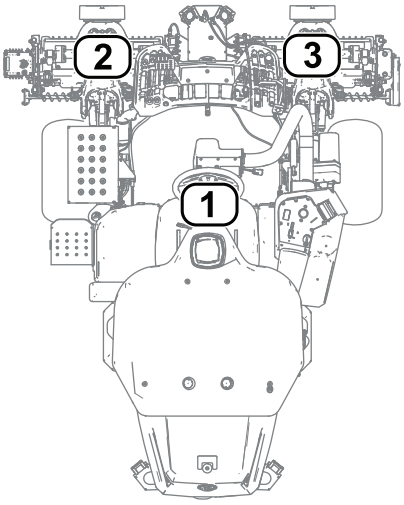

Figura 27
- **1** se refiere a la unidad de corte central (Figura 27)
- **2** se refiere a la unidad de corte delantera izquierda (Figura 27)
- **3** se refiere a la unidad de corte delantera derecha (Figura 27)